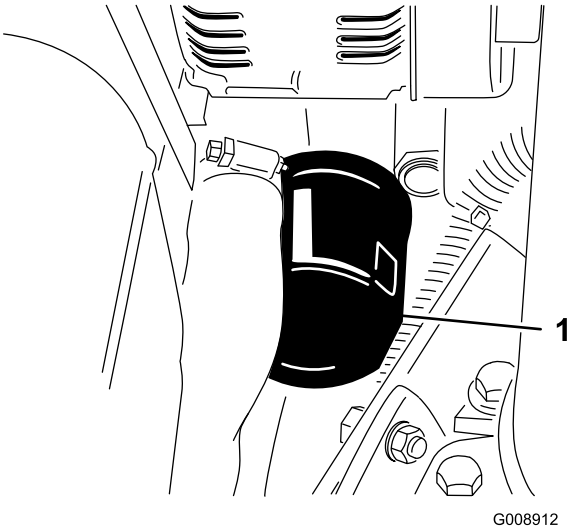

Figuur 62
2. Verwijder het oliefilter (Figuur 62).